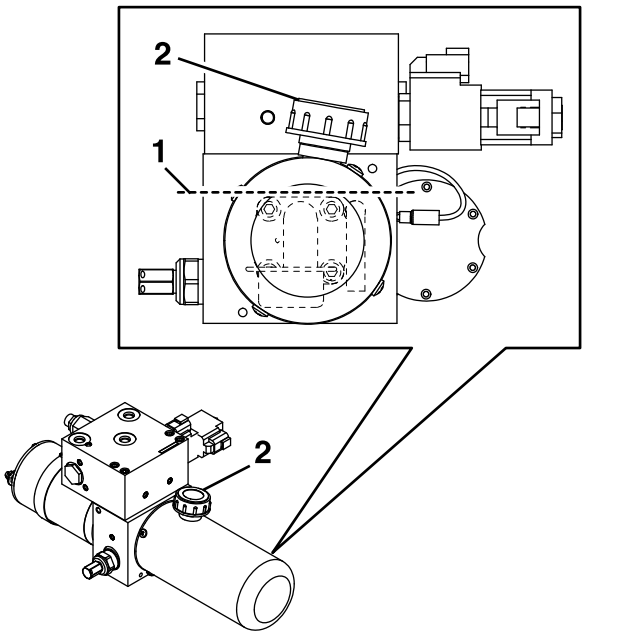

Figure 37
4. The oil level should be slightly above the internal gear pump in the tank (reference Figure 37). If needed, add Exmark Ruby Tran™ oil.